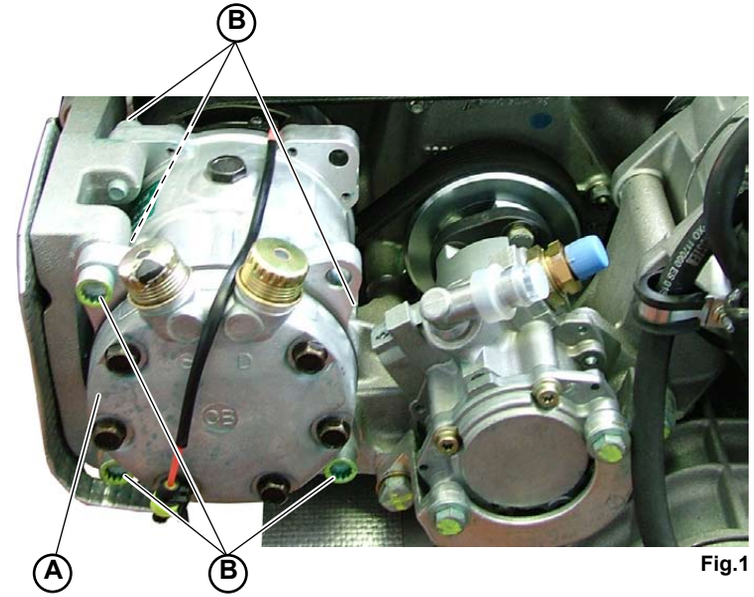

Fig.1
1. Position the compressor (**A-Fig.1**) and secure it onto the support using the 6 screws (**B-Fig.1**).